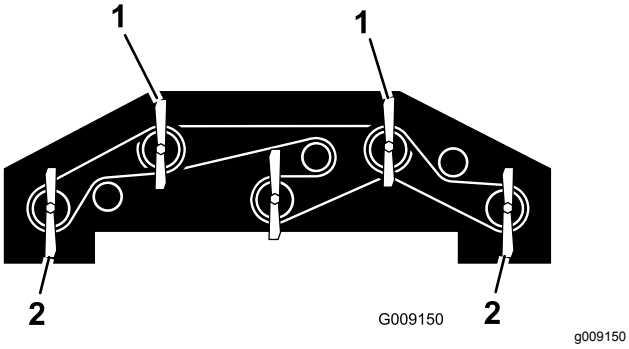

Figur 139
1. Vrid varje kniv så att den är riktad rakt framåt (Figur 139).